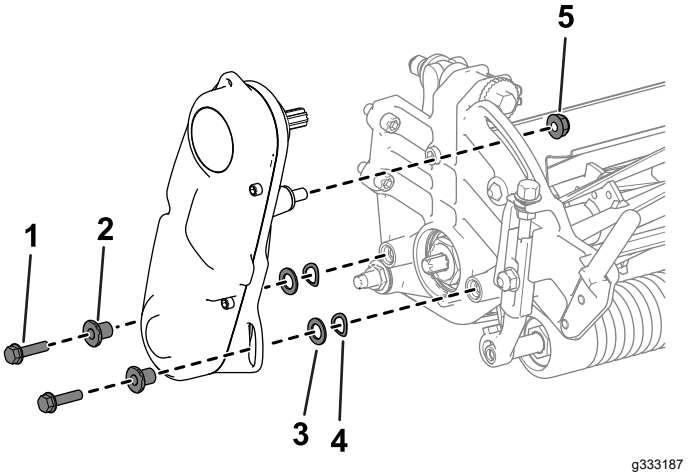

Figur 44
2. Fjern de skruer og møtrikker, der fastgør knivcylinderdrevet til sidepladen (Figur 44).
3. Fjern knivcylinderdrevet, de flade spændeskiver, fjederskiverne og afstandsbøsningerne fra sidepladen (Figur 44).